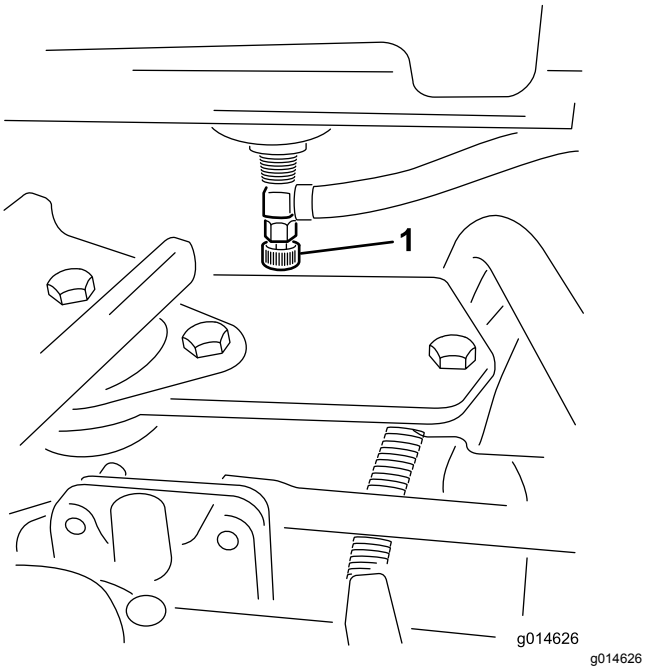

Figur 32
1. Lukk drivstoffavstengingsventilen (Figur 32) under drivstofftanken.